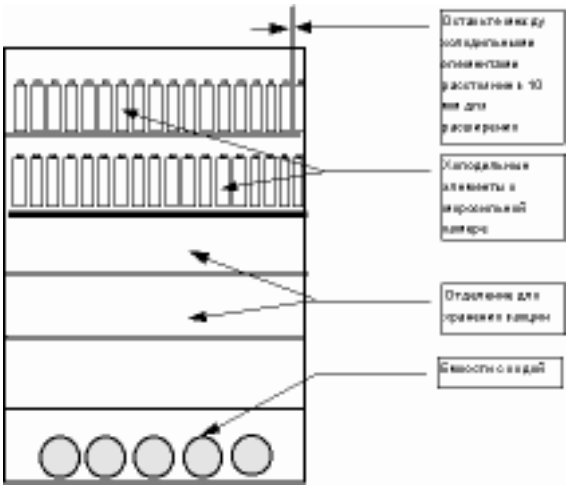

Рис. 8. Схема загрузки морозильной камеры холодильными элементами для замораживания
- Поместите холодильные элементы в морозильник или в морозильное отделение бытового холодильника. Для более быстрого замораживания положите холодильные элементы на бок так, чтобы максимальное количество элементов соприкасалось с испарителем (см. **рисунок 8**).
- Ставьте холодильные элементы на бок так, чтобы их максимальное количество соприкасалось с испарителем. Оставляйте между ними свободное пространство в 1 см, так как они будут расширяться при замораживании (см. **рисунок 8**).